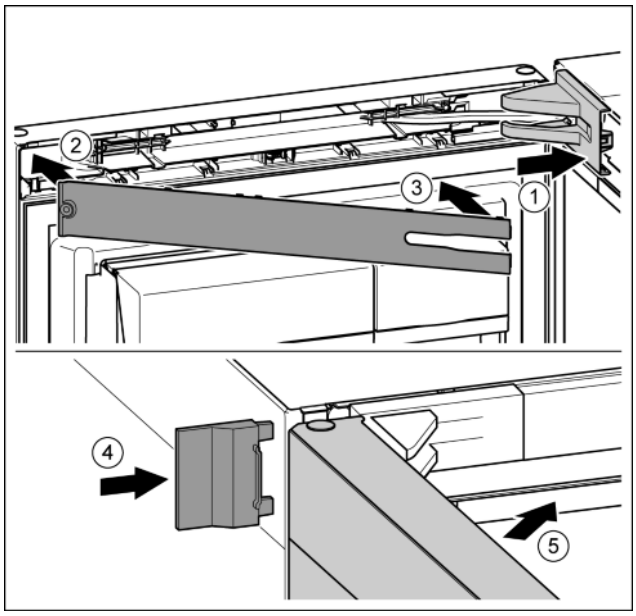

*Fig. 23*
▶ Position the bearing bracket and engage. If necessary push apart carefully. *Fig. 23 (1)*
▶ Position the panel. *Fig. 23 (2)*
▶ Swing in the panel and click into place. *Fig. 23 (3)*
▶ Slide on the external cover. *Fig. 23 (4)*
▶ Close the upper door. *Fig. 23 (5)*